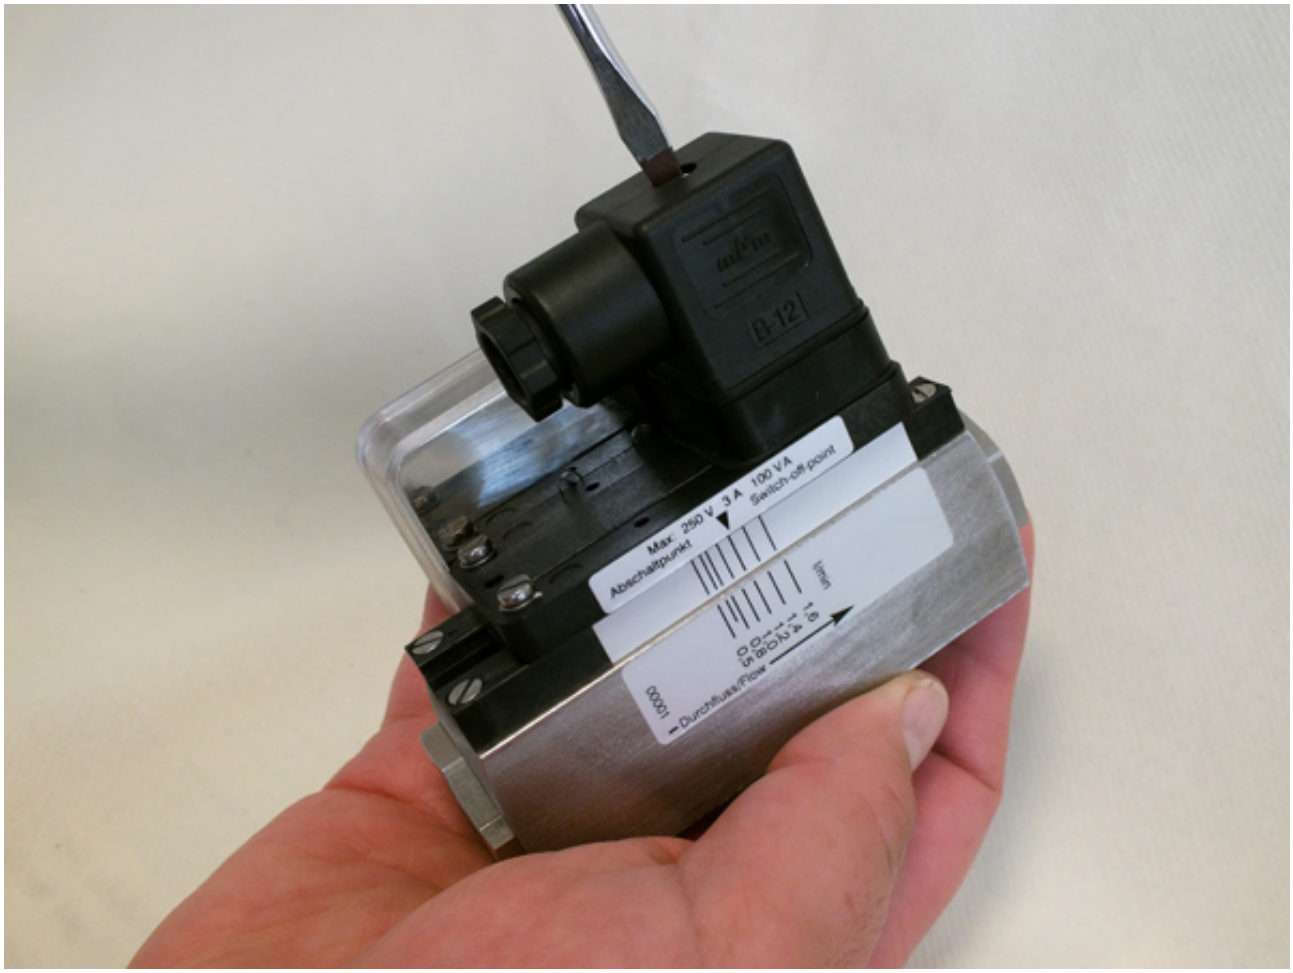

Fig. 26: Detach socket
1. Release fixing screw (*Fig. 26*) from the socket.
9. Place the socket onto the connection plug and tighten the fixing screw (*Fig. 26*/1).